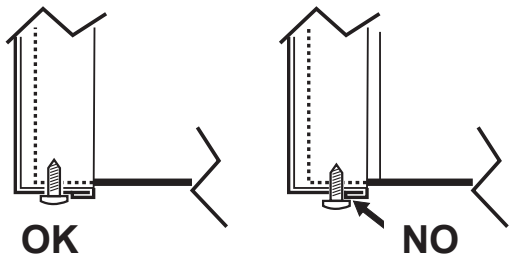

fig. 15 - montaje con tornillos inferiores
3. Proceder en orden inverso para volver a montar el panel delantero. Asegúrese de que esté fijado correctamente en el panel superior y totalmente apoyado en los paneles laterales. La cabeza del tornillo “A”, una vez apretada debe colocarse tal y como indicado en "fig. 15 - montaje con tornillos inferiores").